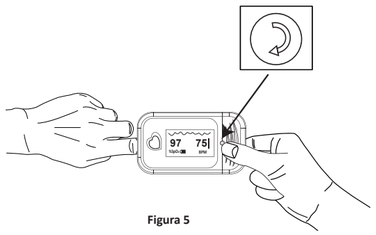

Figura 5
1) Pulse el interruptor de modo de visualización, consulte la figura 5.
● El dedo debe colocarse de forma adecuada (consulte la Figura 5 de este manual), de lo contrario, podría efectuarse una medición inexacta.